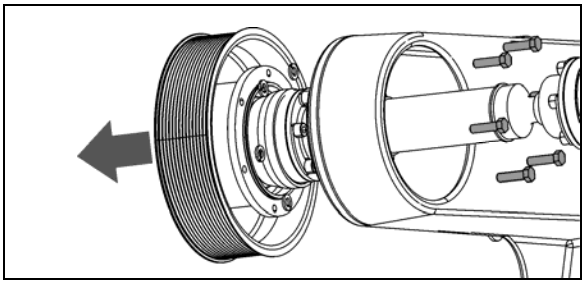

FIGURE 35 : DÉMONTAGE DE LA POULIE D'ENTRAÎNEMENT DU VENTILATEUR
2. Démonter la poulie d'entraînement du ventilateur. Accéder aux 6 vis de fixation de l'arrière de la poulie, par l'ouverture dans le support d'aluminium (Figure 35).
3. Dévisser et retirer les boulons (6) de montage de l'arbre au niveau de l'embrayage du ventilateur.